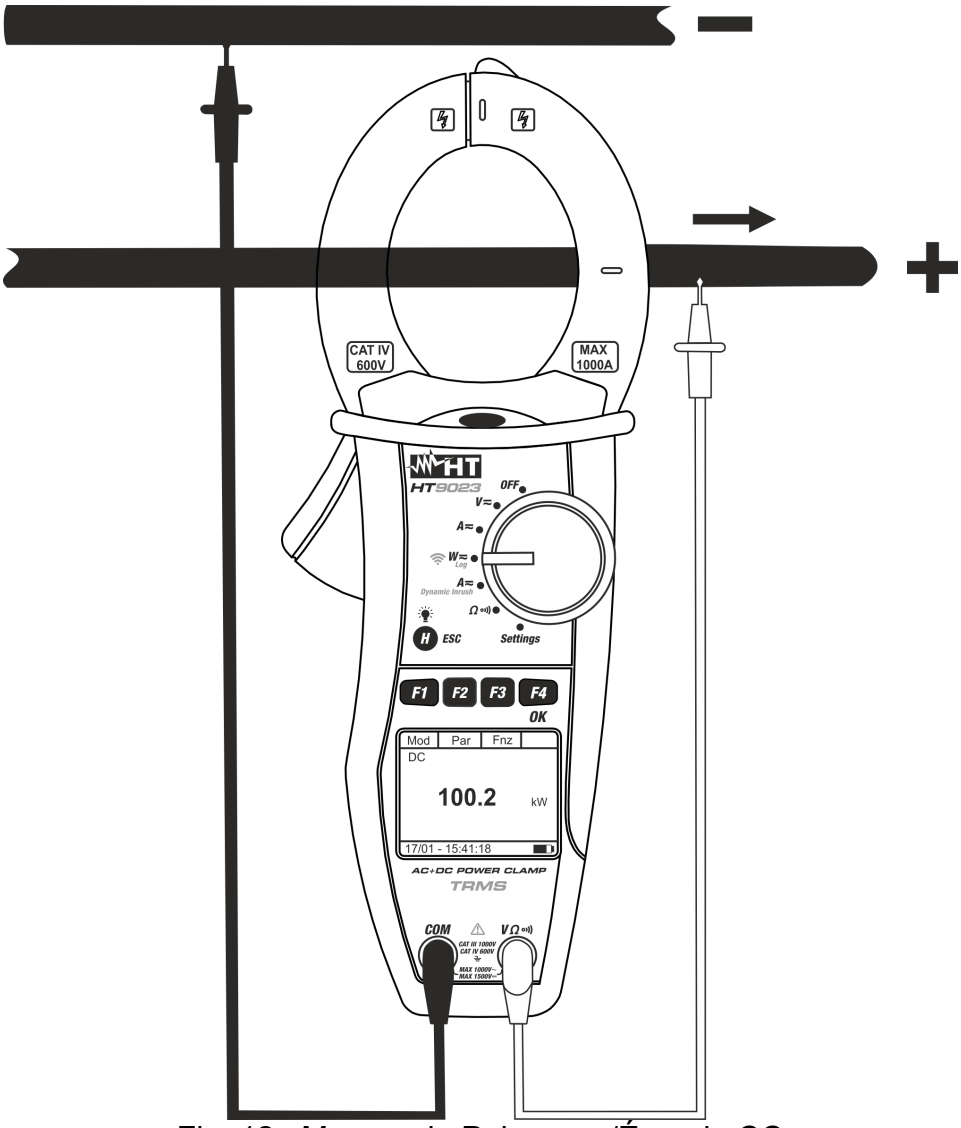

Fig. 12 : Mesure de Puissance/Énergie CC
5. Insérer le câble rouge dans l'entrée **VΩ•))** et le câble noir dans l'entrée **COM**. Positionner le câble rouge sur le "+" et le câble noir sur le "-" et insérer le câble "+" dans les mâchoires de la pince, en respectant la direction de courant indiquées par les flèches (voir Fig. 12). Insérer le câble au milieu des mâchoires de la pince afin d'obtenir des mesures précises. Utiliser les marques en guise de références (voir Fig. 2).